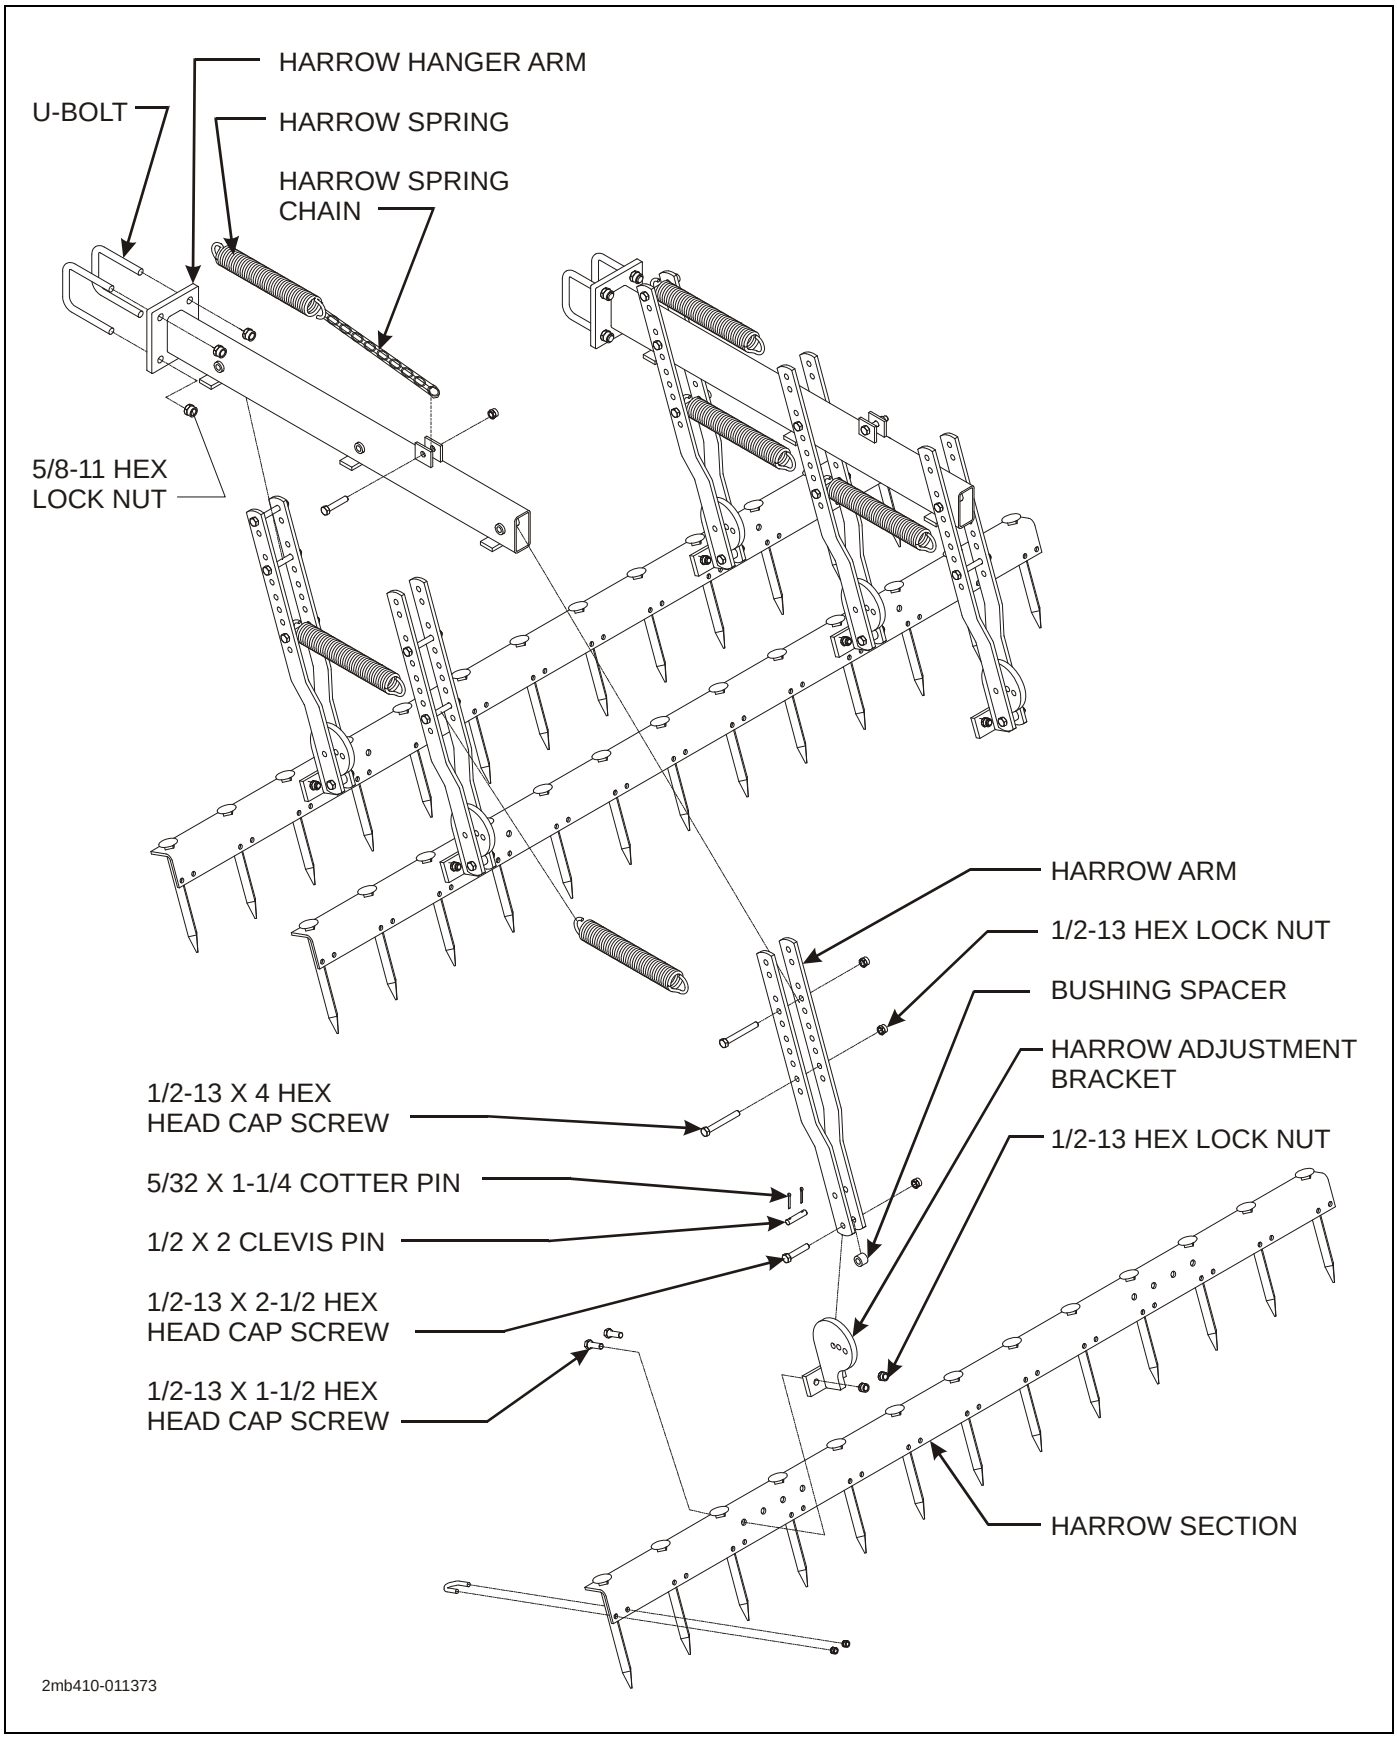

**Figure 3-14: Harrow Assembly Installation**
4. Install harrow springs and chains as shown in **Figure 3-14** using 1/2-13 x 4 hex head cap screws and hex lock nuts. The top spring is anchored in the 1st hole from the top. Front lower spring and rear lower spring are anchored in the 7th hole from the top of the harrow arm. Upper chain is anchored through the enlarged link with a 1/2-13 x 2-1/2 hex head cap screw and hex lock nut and hooked on the spring in the 8th link from the bolt. Lower chains are anchored in the second from bottom harrow arm hole and hooked on the spring in the 4th link from the screw.